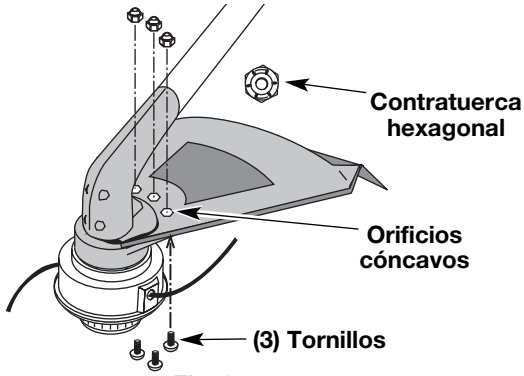

Fig. 3
1. Deslice el protector accesorio de corte en el montaje del protector sobre el accesorio de corte. Alinee los orificios de los tornillos del protector con los orificios del accesorio de corte (Fig. 3).
1. Coloque el protector del accesorio de corte en el bastidor del eje. Cerciórese de que el soporte de montaje de la guardera se deslice en la ranura situada en el borde del protector de corte. Gire el protector en sentido antihorario hasta que quede en su lugar (Fig. 3). Los orificios en el soporte de montaje de la guardera y el protector del accesorio de corte se alinearán.